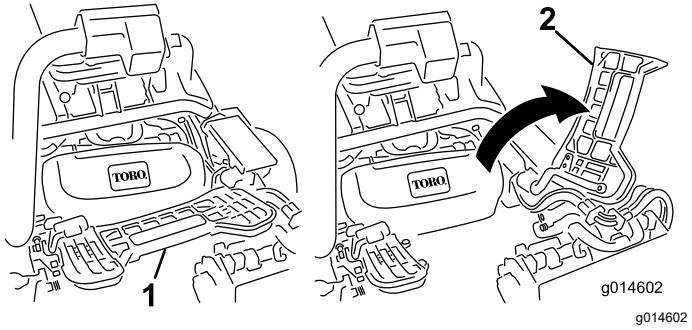

Figura 53
2. Sollevate il poggiapiedi e ruotatelo fino all'apertura, per consentire l'accesso alla posizione dell'apparato di taglio centrale.(Figura 53)